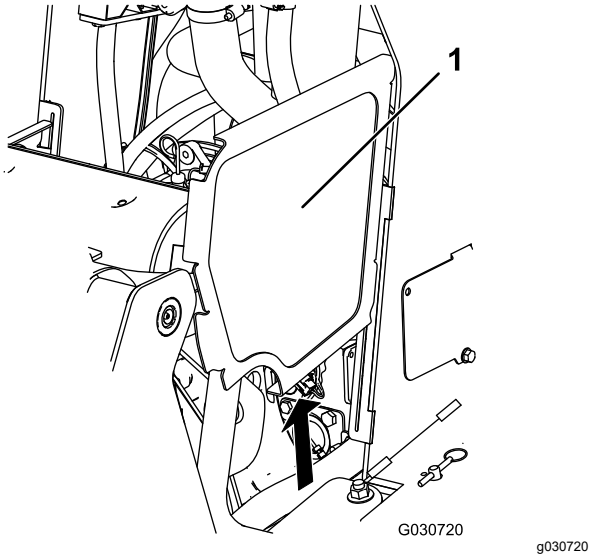

Rysunek 35
2. Przesuń osłony boczne (Rysunek 35) do góry, wysuwając z otworów w przedniej osłonie i ramie.